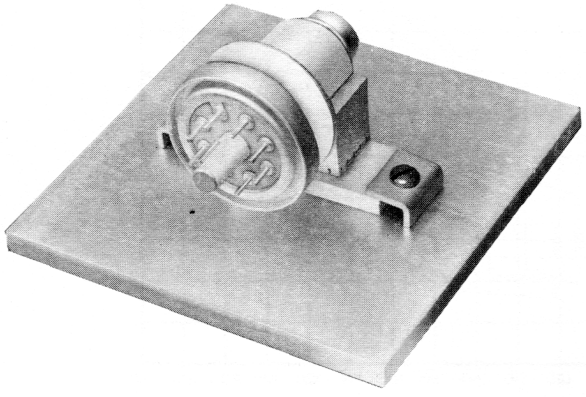

FIG. 1 TYPICAL MOUNTING CONFIGURATION
*MOUNTING & SOCKETING* - The 4CS250R may be mounted in any position. EIMAC SK-660 and SK-661 socket series is recommended. The SK-660 (made of alumina) and the SK-661 (made of BeO) will allow the tube base seal heat to be effectively transferred to the heat sink. Other sockets may be used if a means for keeping the ceramic/metal base seals below 250°C is provided. The EIMAC SK-655 and ERIE 2943 and 2929 series screen by-pass capacitor are recommended for use with the 4CS250R. Figure 1 shows the recommended method of mounting the 4CS-250R to the heat sink.
*OUTPUT CAPACITANCE* - The interelectrode capacitances given in the General Characteristics are measured in a shielded fixture and does not include additional external capacitances. The typical capacitance between the anode and a heat sink plate 4'' x 4'' is 6.7 pF at 25°C. Total output capacitance will be approximately 11.5 pF. The measurement configuration is shown in Figure 1.